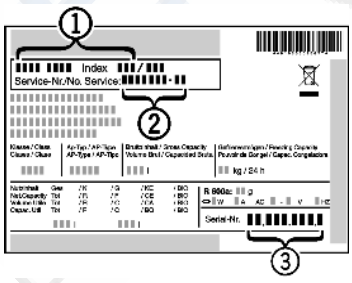

Fig. 21
▶ Наименование устройства *Fig. 21 (1)*, сервисный № *Fig. 21 (2)* и серийный № *Fig. 21 (3)* считайте с заводской таблички. Заводская табличка находится внутри устройства слева.
▶ Обратитесь в сервисную службу и сообщите вид неисправности, наименование устройства *Fig. 21 (1)*, сервисный № *Fig. 21 (2)* и серийный № *Fig. 21 (3)*.